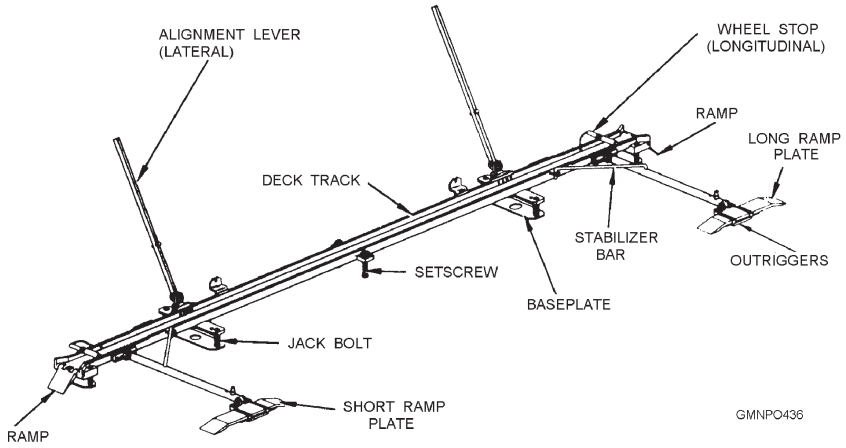

**Figure 8-11.—AAW missile receiver beam.**
**AAW Receiver Beam**.—The AAW missile receiver beam is shown in figure 8-11. It is used to transfer the missile between the transfer dolly and the strikedown beam. The beam is connected and secured to the receiver piston. It is allowed some "floating" movement to aid in missile alignment.